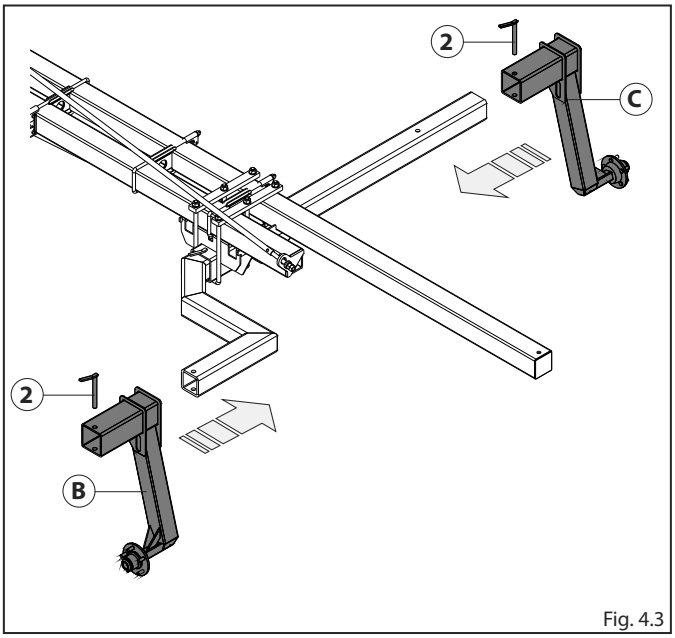

Fig. 4.3
- Mount wheel supports **B-C** by fixing them with pins **2** (Fig. 4.3).